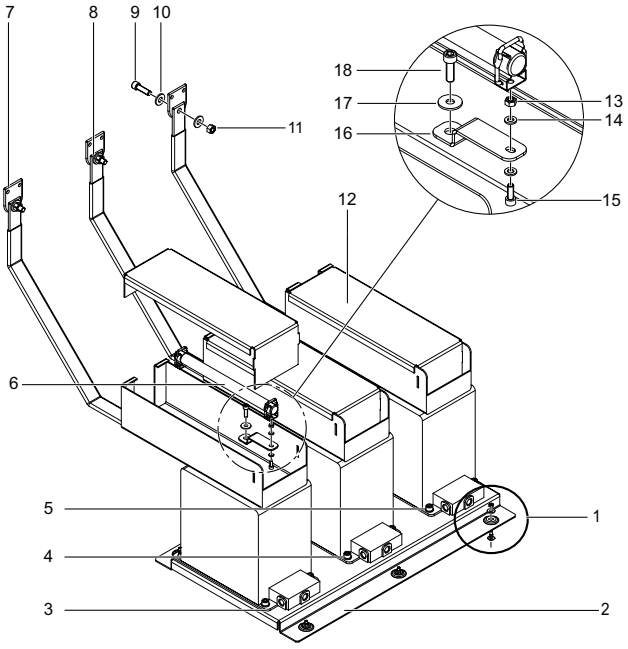

Figure 76
1. Install the VT mounting plate (2) to the cubicle with hardware (1) (Figure 76).
2. Install the VT (3) to the VT mounting plate (2).
3. Insert the washer (5) and screws (4) in the mounting holes at each corner of the VT. Apply the torque as per ST0171.
4. Install the fuse connection copper bar (16) to the VT (5) with washer (17) and screw (18).
5. Install the safety locks to the fuse connection copper bar (16) and the fixed VT connection copper bar (8) with screw (15), and nut (13) along with washers (14).
6. Attach the fuse (6) to the safety lock by sliding the safety lock into position.
7. Attach the insulation cover (12).
8. Install the fixed VT connection copper bar (8) to the CT-VT connector (7).
9. Insert screw (9), and nut (11) along with washers (10).